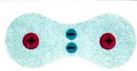

Abb. 20 Anziehende und abstoßende Kräfte bei der Bildung des Wasserstoffmoleküls
Die Abbildung 20 veranschaulicht die Kräfte, die zwischen zwei Wasserstoffatomen im Wasserstoffmolekül wirken. Jedes Wasserstoffatom hat ein Proton und ein Elektron, eine positive und eine negative Ladung. Zwischen diesen wirken anziehende und abstoßende Kräfte. Die Atomhüllen der beiden Wasserstoffatome durchdringen sich. Dabei entsteht ein **gemeinsames Elektronenpaar** zwischen den Atomen im Wasserstoffmolekül. Durch dieses beiden Atomen gemeinsame Elektronenpaar wird im Molekül eine Elektronenanordnung erreicht, die die Bindung bewirkt. Gemeinsame Elektronenpaare zwischen Atomen sind das wesentliche Merkmal der **Atombindung**.
① Beschreibe das Modell des Wasserstoffatoms!
② Warum können sich an ein Wasserstoffmolekül nicht weitere Wasserstoffatome anlagern?
③ Wodurch unterscheidet sich ein Wasserstoffmolekül von einem Heliumatom?
④ Begründe das Vorliegen freier Atome im Edelgas Helium!
⑤ Erläutere das wesentliche Merkmal der Atombindung anhand der Abb. 20, S. 28!
⑥ Vergleiche die Teilchen miteinander, die durch die chemischen Zeichen Cl und Cl_2 symbolisiert werden, und erläutere den Unterschied!
⑦ Vergleiche die Atombindung mit der Ionenbeziehung!